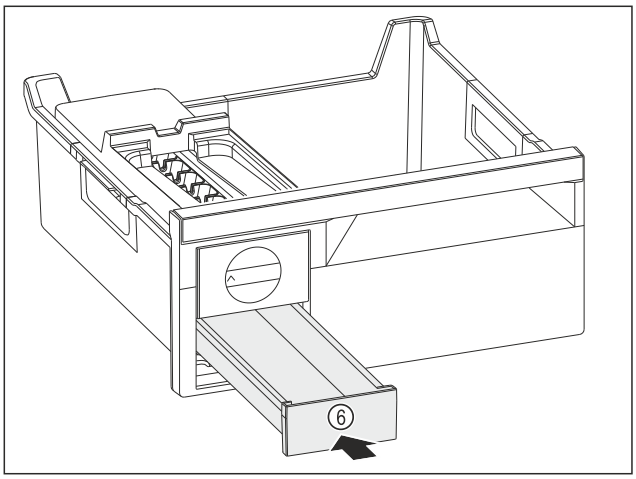

Fig. 187
▶ Insérer le compartiment à glaçons *Fig. 187 (6)*.